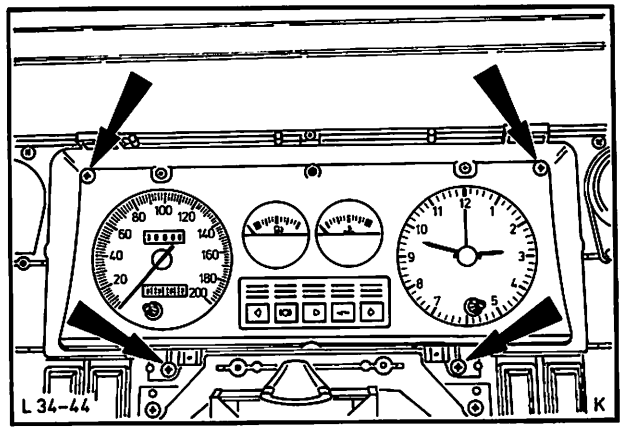
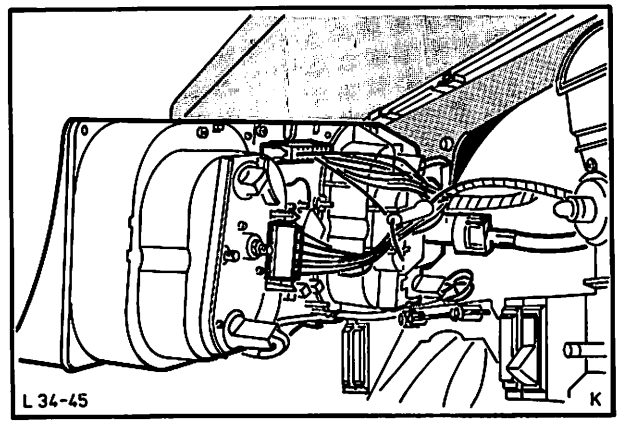

Abb. 52 Befestigungsschrauben – Kombiinstrument
Abb. 53 Kabelsteckverbindungen und Antriebswelle – Geschwindigkeitsmesser entfernen
4. Kombiinstrument lösen (4 Schrauben), Abb. 52. Kabelsteckverbindungen und Antriebswelle – Geschwindigkeitsmesser von der Rückseite trennen und Kombiinstrument herausnehmen, Abb. 53. (Um das Kombiinstrument weit genug nach vorne ziehen zu können, Antriebswelle aus den Halterungen im Motorraum lösen und nach innen durchstecken.)